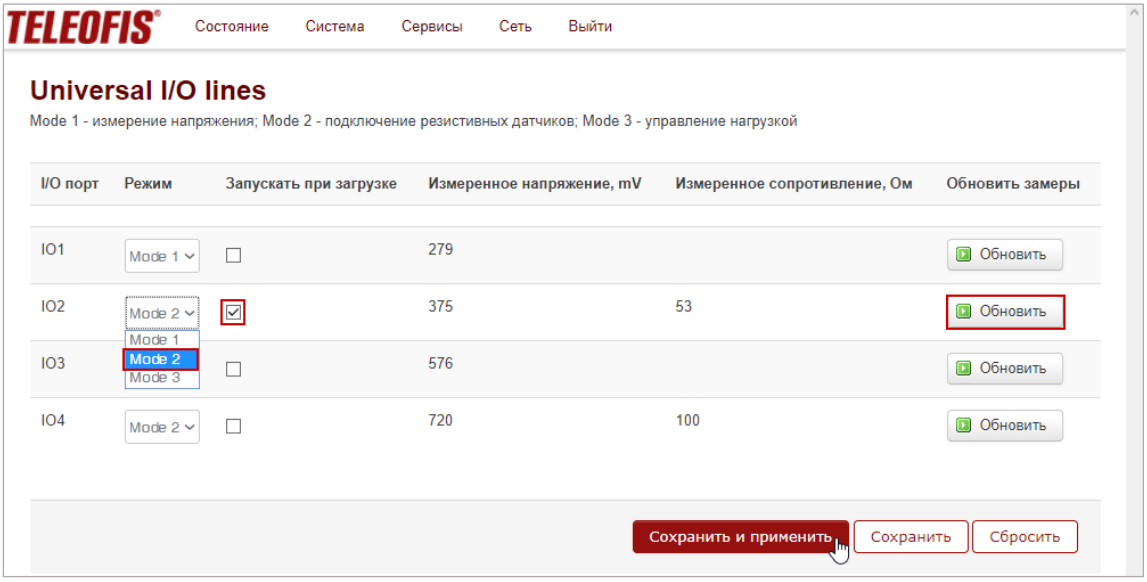

Рис. 41. Настройка режимов работы линий I/O.
2. В открывшемся окне в строке **Режим** включите порт, выбрав необходимый режим работы: **server** или **client** (Рис. 41).